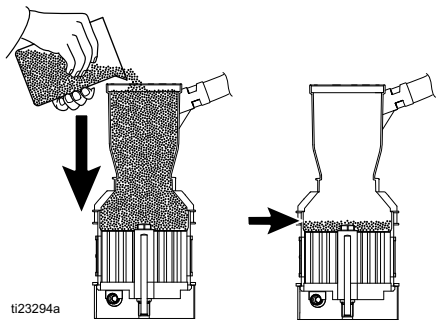

**FIG. 21**
6. When finished dispensing for the day, dispense into a waste container until the material level is down to the melter core. See FIG. 21.